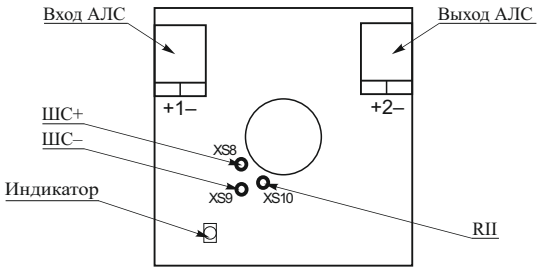

Рисунок 1
5.1 Адресная метка конструктивно выполнена как бескорпусная плата (рисунок 1), устанавливаемая внутрь корпуса извещателя.